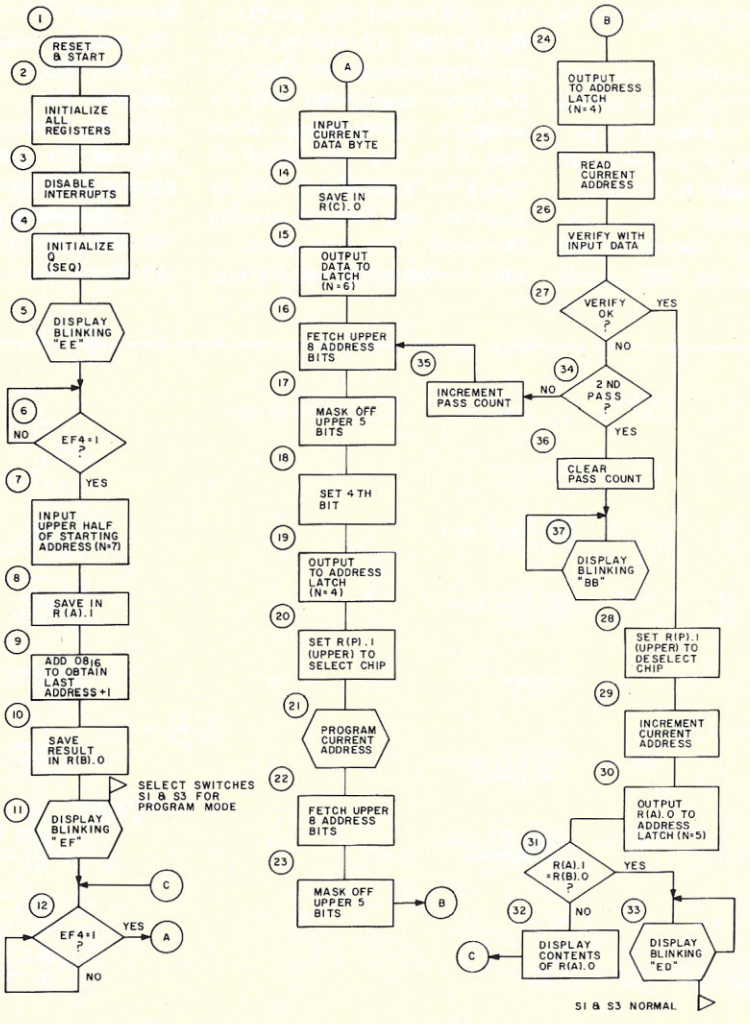

Fig. 7. Program sequence flow diagram.
Prior to executing SEP N, the upper half of R(N) must have been set to hex 08 to select, or hex 00 to deselect, the chip being programmed in my example. This approach is used in steps 20 and 28 of the sequence shown in Fig. 7, which is discussed next.
Fig. 7 gives a flow diagram of the sequence. Each step in the flow diagram is numbered to make it easier to proceed through the following discussion.